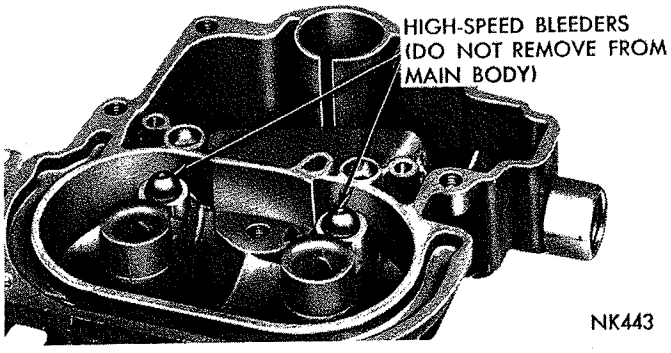
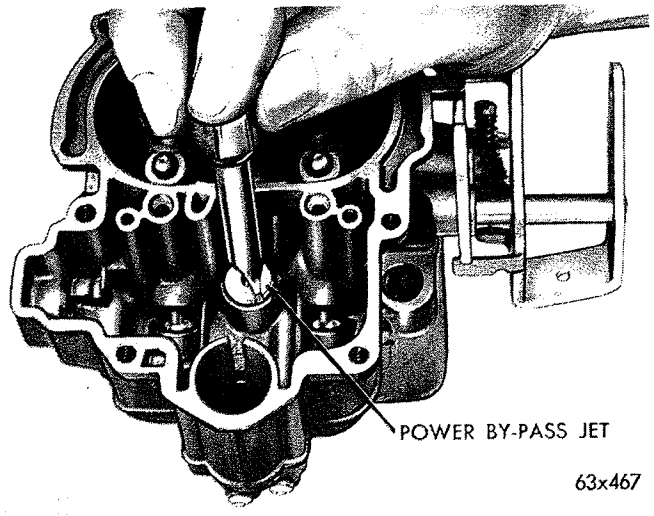

***Fig. 5—High Speed Bleeders***
***Fig. 6—Removing or Installing Power By-Pass Jet***
(12) Invert carburetor main body, and drop out accelerator pump inlet and discharge check balls.
(13) **Do not attempt to remove the high-speed bleeders located in the main discharge strut section of the carburetor main body. See (Fig. 5).**
(14) Remove fuel inlet needle valve seat and gasket assembly. Discard gasket. Remove fuel bowl baffle.
(15) Using a small screwdriver, pry out float fulcrum pin retaining spring. (Cup the hand over the float chamber to prevent spring from flying out.) Lift out float and fulcrum pin.
(16) Remove power by-pass jet and gasket, (Fig. 6).